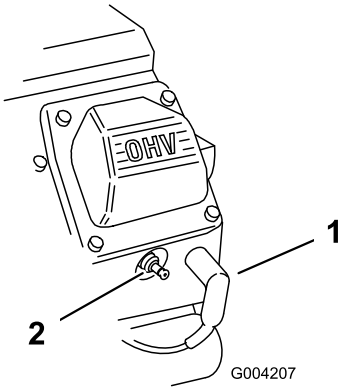

Figur 49
2. Lossa kablarna från tändstiften (Figur 49).
3. Skjut på kablarna på tändstiften (Figur 49).